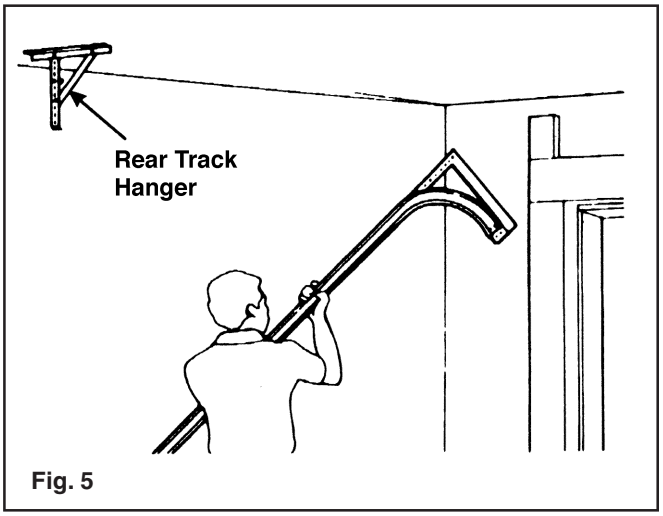

Fig. 5
**Step 3:** After all sections have been removed from the opening, detach all remaining track and hardware from the jambs. The hangers that attach the rear ends of the overhead track to the ceiling (called rear track hangers) in many cases can be reused on the new door if made of 13 gauge (3/32") or heavier steel and is not loose or unstable. (FIG. 5)